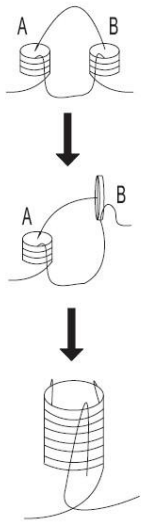

Fig. 3-4-1 Welding cables instruction
b. If extended cable is used, please do as shown in Fig. 3-4-1.